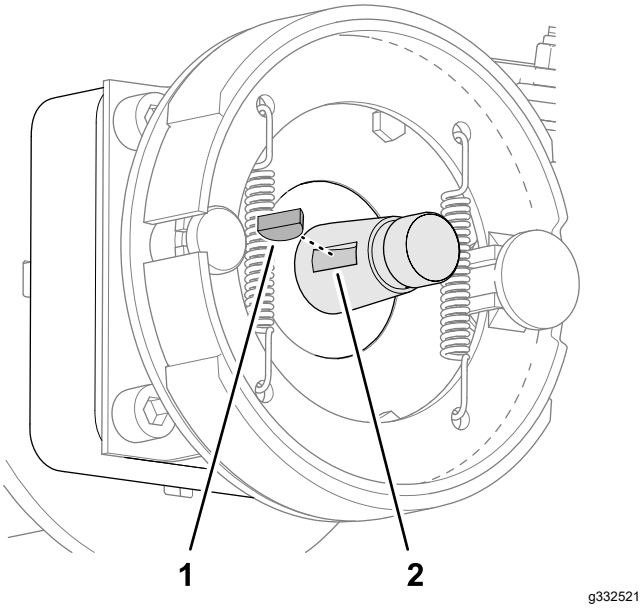

Figur 69
2. Sett inn skivekilen i sporet på hjulmotorakselen (Figur 69).